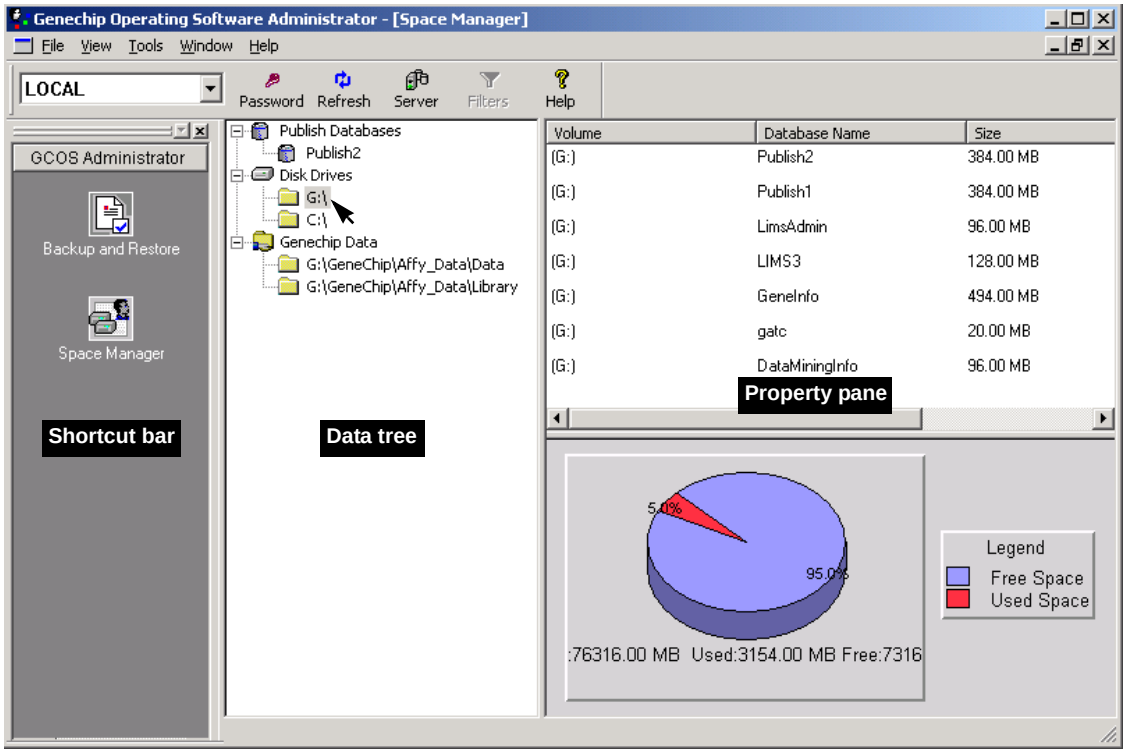

Figure 16.20
- To open the space management window **(Figure 16.20)**, click the **Space Manager** button .